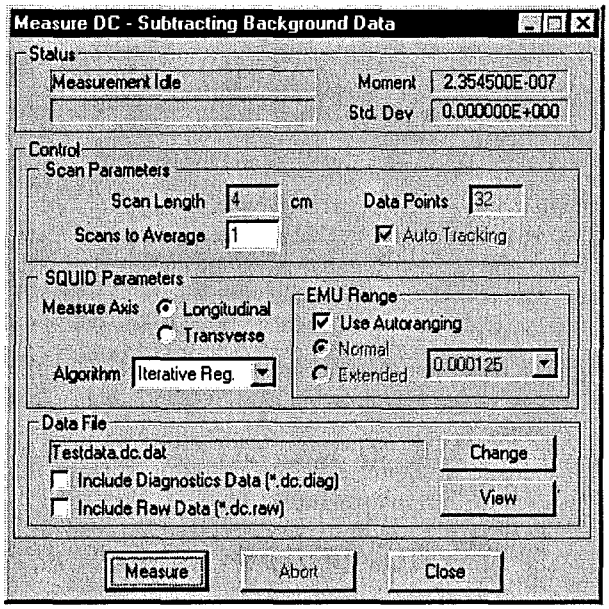

Figure 2-9. **Measure DC** Dialog Box Indicating that Background Data Subtraction Is Enabled
7. Select the **Set** button to enable (or disable) background data subtraction. If background data subtraction is enabled, subsequent DC or RSO measurements are performed at the specified center position and with the specified measurement parameters. If a match to the search criteria is found in the background subtraction data file, the scaled response values are read from the file and subtracted from the measurement's scaled response values. The regression fit is then applied to the results in order to calculate the sample moment. The immediate-mode measurement dialogs indicate that background data is being subtracted (figure 2-9), and you are unable to modify the measurement parameters that were specified in the background subtraction data file.